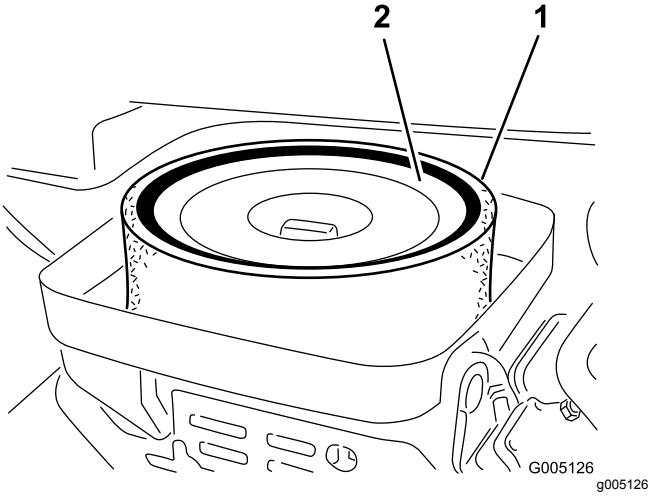

Figuur 29
3. Maak de vleugelmoer los waarmee de elementen zijn bevestigd aan de luchtfilterbehuizing (Figuur 29).
4. Als het schuimelement vuil is, moet u dit verwijderen van het papierelement (Figuur 29) Dit moet grondig worden gereinigd. Ga hierbij als volgt te werk: